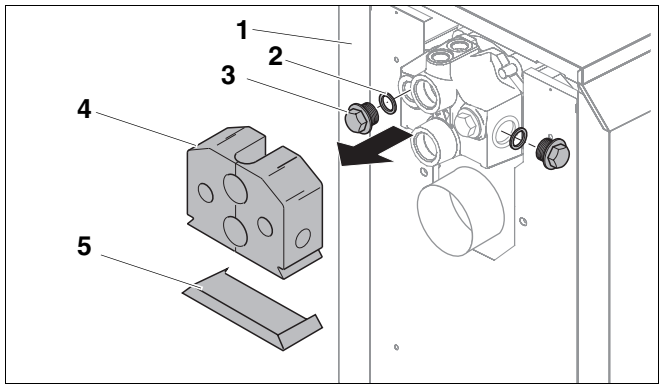

Fig. 4 Removing components from the connection profile
- Remove lagging (Fig. 4, **Item 4**) and radiation protection (Fig. 4, **Item 5**) from the connection profile (see boiler installation instructions).
- Fit casing (Fig. 4, **Item 1**) according to the boiler installation instructions.
- Remove plug (Fig. 4, **Item 3**) and gasket (Fig. 4, **Item 2**) from the connection profile.